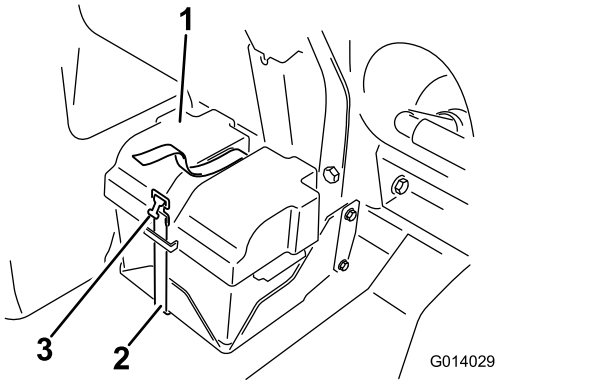

Figura 94
2. Retire a cobertura da bateria e desligue o cabo negativo (preto) do borne da bateria (Figura 94).
4. Coloque a tampa da bateria e fixe-a com a cinta que retirou anteriormente (Figura 94).